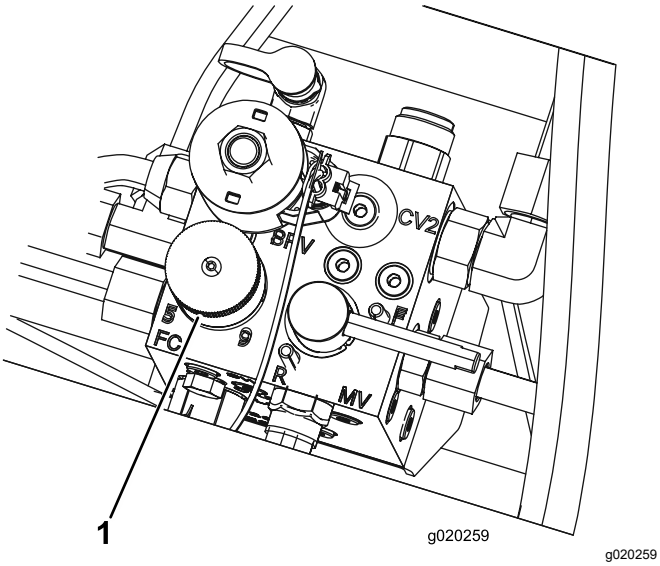

Figur 37
4. Knivcylinderens hastighed indstilles ved at dreje på knappen (Figur 37), indtil indikatorpilen står ud for det tal, der angiver den ønskede indstilling.